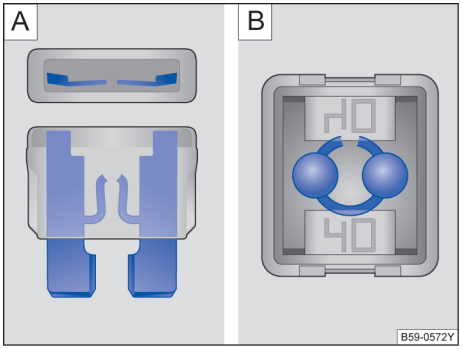

图 196 烧断的保险丝：[A] 扁平插入式保险丝，[B] 方块型保险丝
- 烧断的扁平插入式保险丝（ATO®、MINI®）可从上面和侧面透过透明外壳通过熔断的金属条来识别→图 196 [A]。
- 对于烧断的方块型保险丝（JCASE®），烧断的金属条可从上面透过透明的外壳来识别→图 196 [B]。